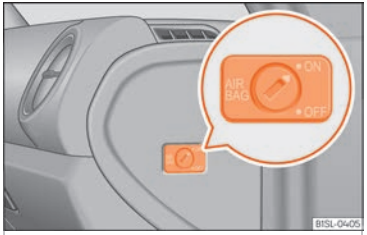

Fig. 21 On the passenger side: switch to activate and deactivate the front passenger airbag.
- Using the vehicle key, turn the key switch to **OFF** ››› Fig. 21.